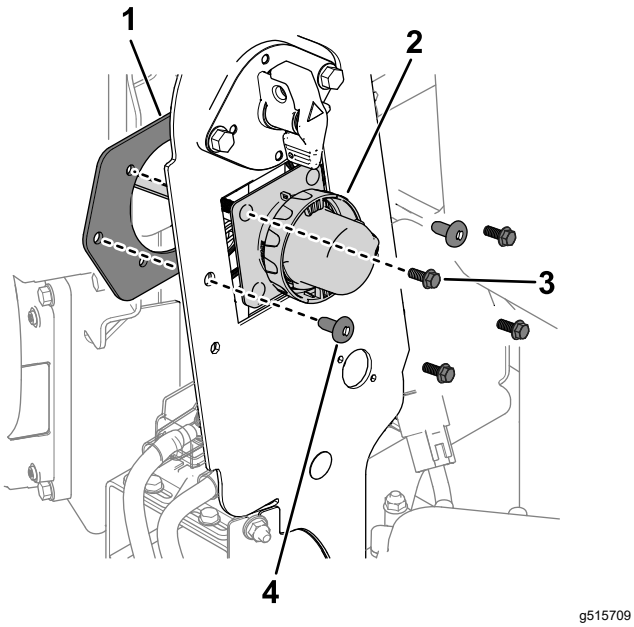

Figur 2
2. Fjern de fastgørelsesanordninger, der fastgør opladerstikket og mellempladen til stelpanelet (Figur 2).